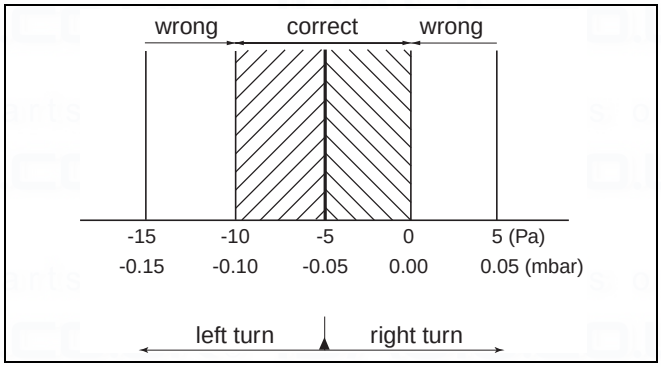

fig. 56 Pressure difference of gas/air ratio at partial load
The pressure difference should be between -10 and 0 Pa (see fig. 56).
- Adjust the adjustment screw of the burner pressure to the correct gas/air ratio using a (4 mm) socket head wrench and by referring to fig. 56.